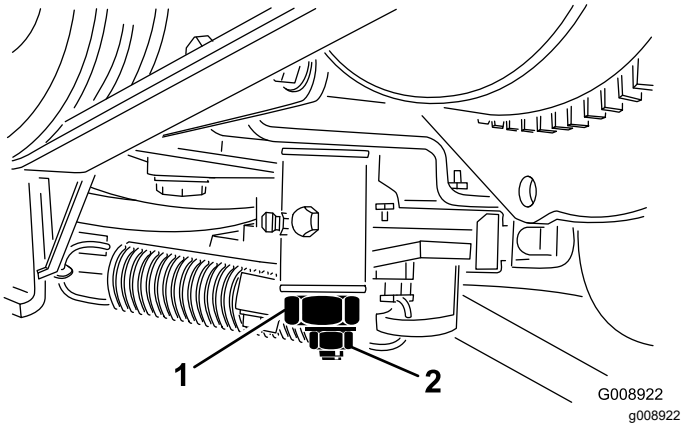

Figur 59
3. Lossa låsmuttern på hjuldrivningens justeringskam (Figur 59).